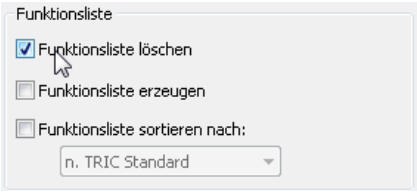

Bild 19.7 – Kollektives Löschen der Funktionslisten per Skript
- Rufen Sie wieder die *Skripte* auf, aktivieren Sie diesmal *Funktionsliste löschen* (Abb. 19.7).